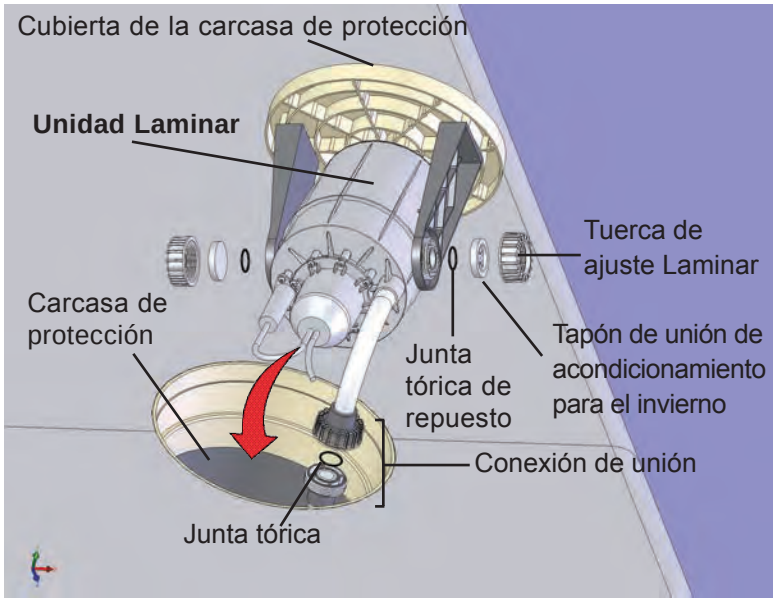

Figura 5
2. Asegúrese de que las juntas tóricas de repuesto estén en posición. Coloque los tapones de la unión de acondicionamiento para el invierno sobre las tuercas de ajuste Laminar y enrósquelas en posición sobre el cuerpo Laminar (Figura 5).
3. Conecte el Laminar al conducto de suministro con la conexión de unión (Figura 5). Asegúrese de que la junta tórica permanezca en su ranura y que la superficie de conexión esté libre de adhesivo/suciedad.
5. Coloque la tapa de la carcasa de protección/unidad laminar sobre ésta (Figura 5). Si las mangueras de la carcasa de protección impiden el correcto asentamiento de la tapa, es posible que deba aflojar brevemente la tuerca de unión y permitir que las mangueras giren, de modo que formen una espiral dentro de la carcasa de protección.